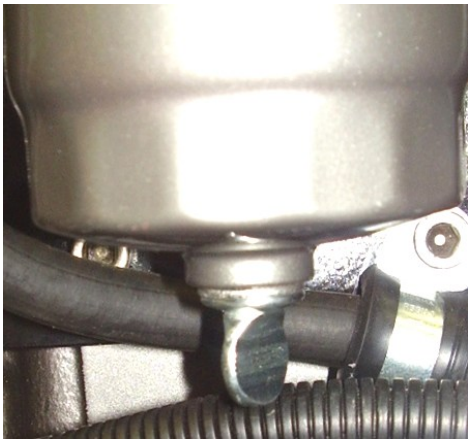

Figure 18: Primary Fuel Filter Drain Screw
- Loosen the drain screw located in the bottom of the fuel filter / water trap (**Figure 18**)